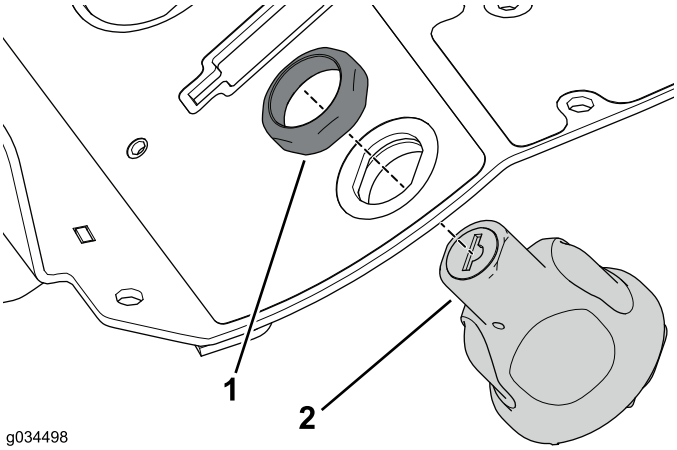

Bild 29
4. Befestigen Sie das Zündschloss mit der vorher entfernten Befestigungsmutter am Bedienfeld (Bild 29).